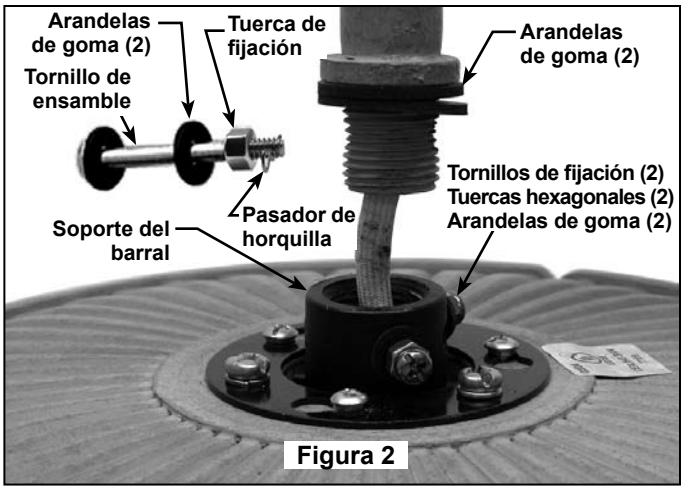

Figura 2
4. Afloje los dos tornillos de fijación y las tuercas hexagonales del soporte del barral. Atornille el barral en el acoplador. Alinee los orificios de los tornillos de ensamble del barral con los orificios del soporte del mismo. (Figura 2)